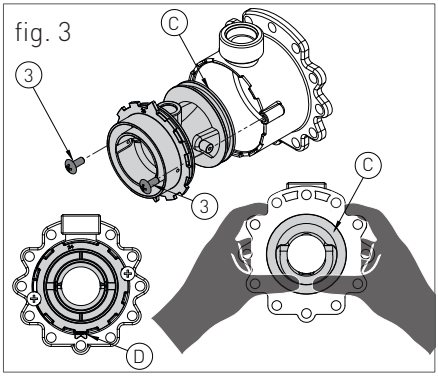

fig. 3
- svitare le due viti '3' (fig.3) e fare pressione sul lato posteriore del corpo venturi 'C' (fig.3);
- sostituire il corpo venturi con quello adatto al tipo di gas di rete (Per 24 kW cod. 30-00231 per metano / cod. 30-00170 per GPL/ cod. 30-00162 per aria propanata) (Per 28 kW cod. 30-00232 per metano / cod. 30-00169 per GPL/ cod. 30-00167 per aria propanata) (Per 34 kW cod. 30-00207 per metano / cod. 30-00201 per GPL/ cod. 30-00199 per aria propanata) e assicurarsi che l'orientamento del dente 'D' (fig.3) sia verso il basso sulla ghiera in alluminio (vedi fig.3);